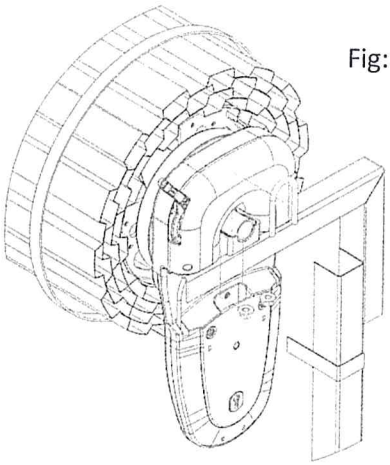

Fig: 4a
j) Locate the Drive unit on the bracket and fit 'U' bolt provided in the fitting kit. Tighten the 'U' bolt with two nuts provided (Fig 4a).